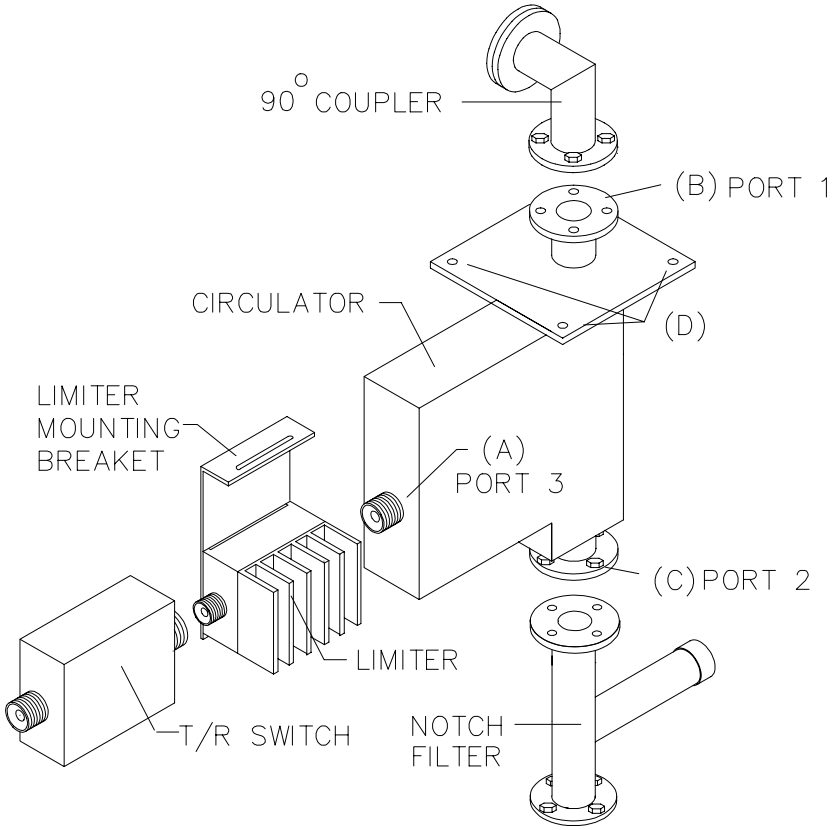

Figure 5-11 Circulator Replacement
3. Remove the mounting screws that attach the Limiter mounting bracket to the top of the BSU Cabinet (see Figure 5-11).
5. Disconnect the Limiter and T/R switch from port 3 of the Circulator [point (A) in Figure 5-11] by unscrewing the type "N" connector. Place the Limiter and T/R Switch on top of the Receiver.
8. Remove the four bolts that fasten the top of the Circulator to the 90^0 Coupler [point (B) in Figure 5-11].
10. Remove the bolts connecting the Circulator to the Directional Coupler [point (C) in Figure 5-11].
12. Remove the four bolts holding the top of the Circulator to the top panel of the BSU Cabinet [point (D) in Figure 5-11] and remove the Circulator.
16. Align port 2 of the Circulator [point (C) of Figure 5-11] with the center conductor of the Directional Coupler, and lower the Circulator straight down so that the center conductor is inside the Circulator. Rotate the Circulator flange so that the hole in the flange aligns with the pin on the Directional Coupler flange.
17. Fasten the four bolts connecting the Circulator to the Directional Coupler [point (C) in Figure 5-11].
23. Reconnect the T/R Switch and Limiter to port 3 of the Circulator and tighten the type "N" connector [point (A) in Figure 5-11].
4. Remove the mounting screws that attach the Limiter mounting bracket to the top of the BSU Cabinet (see Figure 5-11).